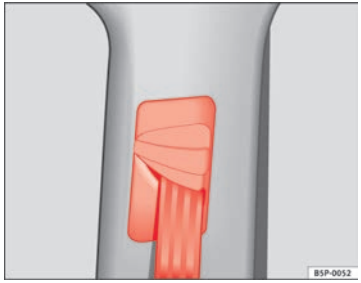

Abb. 17 Einbauort der Gurthöheneinstellung
– Drücken Sie den Umlenkbeschlag im oberen Bereich und halten Sie den Beschlag in dieser Stellung ⇒ Abb. 17.